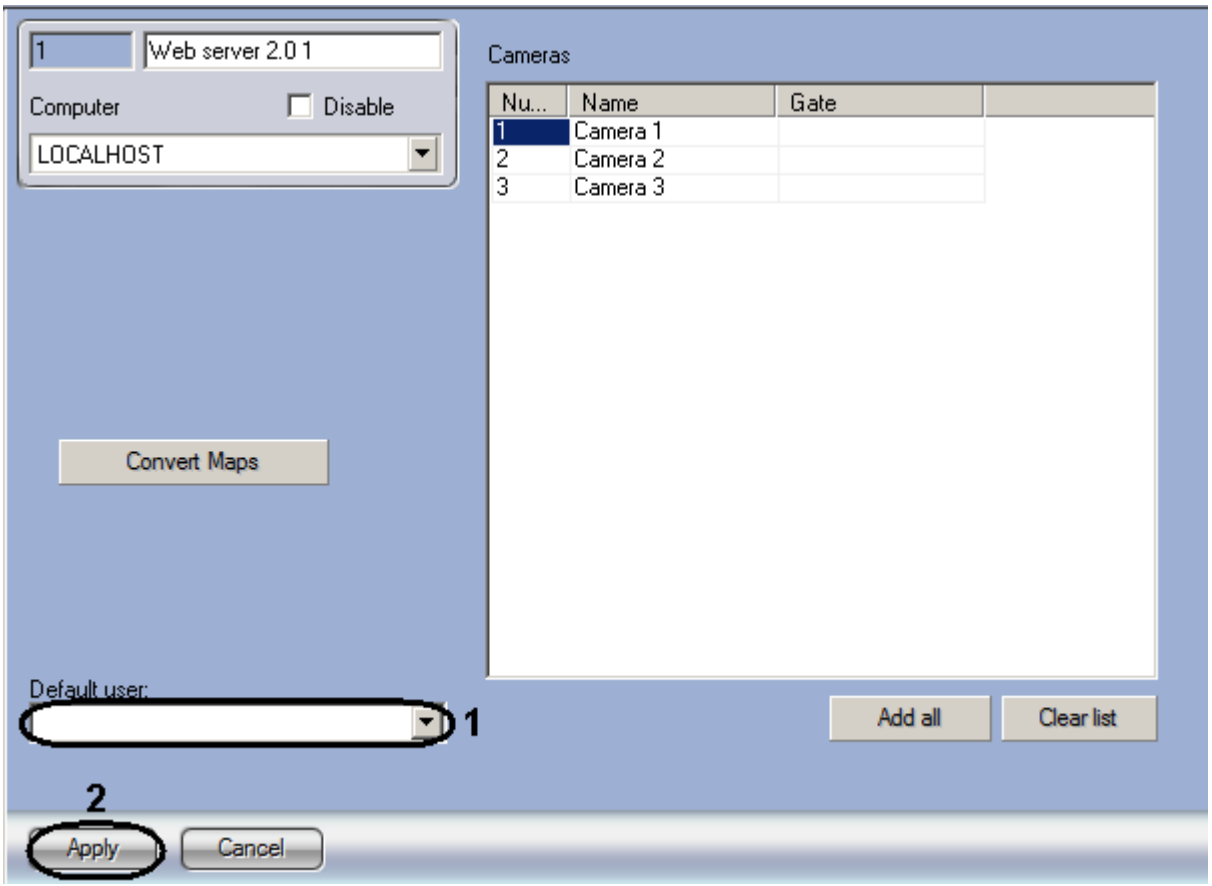

Figure 8.16-9 Setting the default user for the Web-server 2.0 module
1. Go to the settings panel for the “Web-server 2.0” object (Figure 8.16-9).
1. Select the default user in the “Default user” dropdown list (Figure 8.16-9, 1).
2. Click the “Apply” button (Figure 8.16-9, 2).